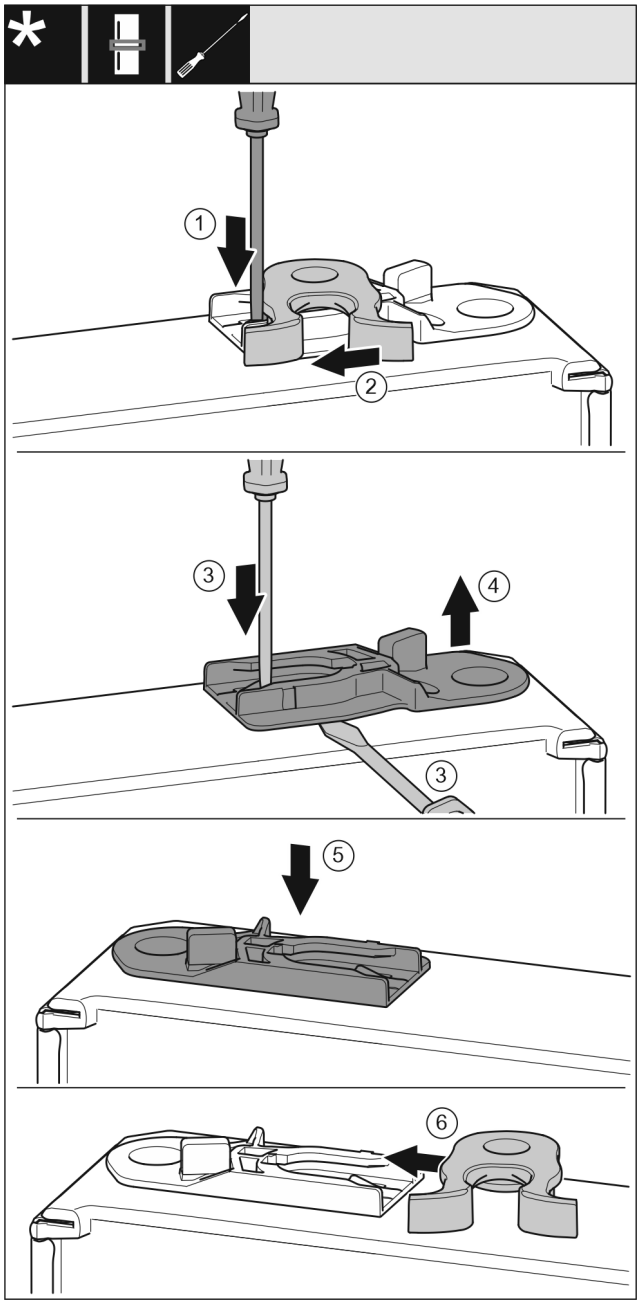

*Fig. 52 **
- ▶ Use a slotted screwdriver to push the tab *Fig. 52 (1)* downwards.*
- ▶ Pull the closing hook *Fig. 52 (2)* out of the guide.*
- ▶ Pull out the guide bush *Fig. 52 (3, 4)*: Press the tab with a flat-blade screwdriver and at the same time move the flat-blade screwdriver under the guide bush.*
- ▶ Insert the guide bush *Fig. 52 (5)* supplied on the other side of the housing.*
- ▶ Slide the closing hook *Fig. 52 (6)* into the guide.*